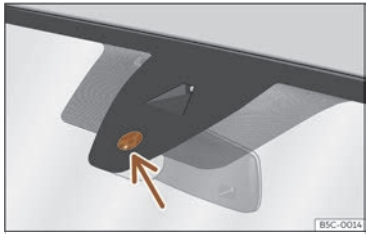

Fig. 105 Superfície sensible del sensor de pluja.
Les possibles causes d'anomalia i interpretacions errònies *a la superfície sensible* ››› **fig. 105** del sensor de pluja són, entre d'altres:
- **Brutícia**: la pols seca, la cera, el recobriment dels vidres (efecte lotus) o les restes de detergent (túnel de rentat) poden reduir l'efectivitat del sensor de pluja o fer que reaccioni més tard, més a poc a poc o que no funcioni. Netegeu regularment la superfície sensible del sensor de pluja ››› **fig. 105** (fletxa) i comproveu possibles danys en les escombretes.